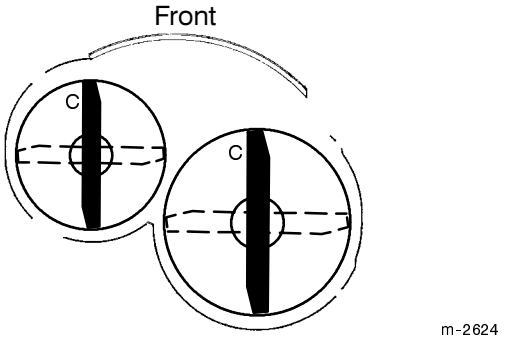
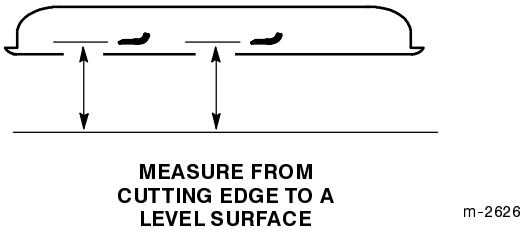

Figure 15
Figure 16
1. Rotate the blades until the ends face forward and backward (Fig. 15). Measure at the "C" locations from a level surface to the cutting edge of the blades (Fig. 16). Note this dimension.